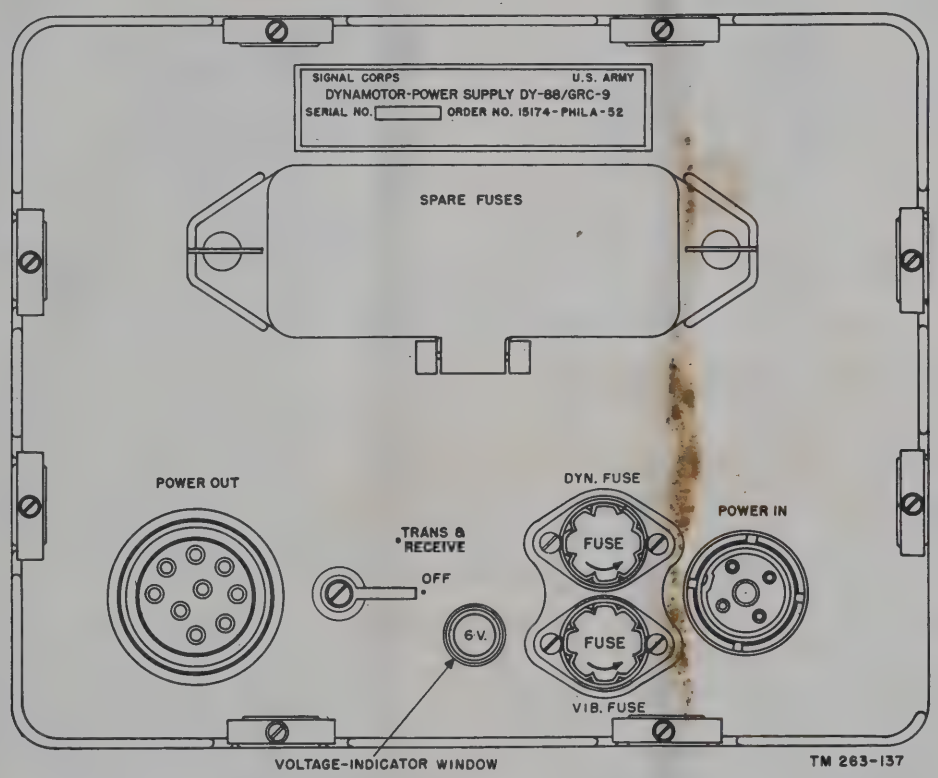

Figure 45. Dynamotor-Power Supply DY–88/GRC–9, front panel controls.
a. Dynamotor—Power Supply DY–88/GRC–9 (fig. 45).